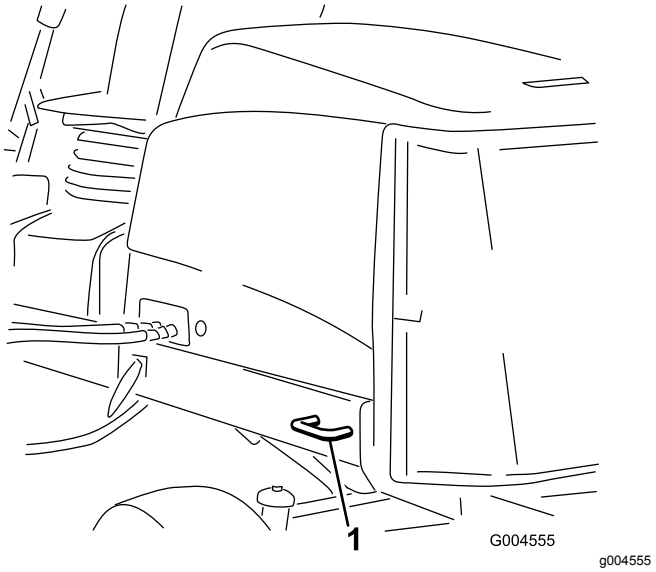

**Figur 40**
- Bag – på begge sider af maskinen på bagstellet (Figur 40).